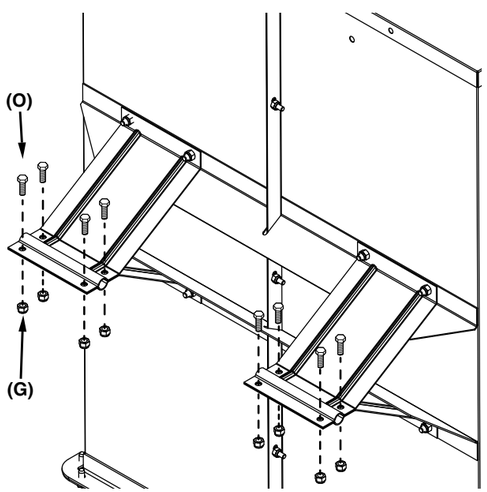

Figure 11
STEP 11 (SEE FIGURE 11): Secure the wheel supports using eight 5/16" x 3/4" hex bolts (O) and 5/16" nylock nuts (G). **Do Not Tighten!**